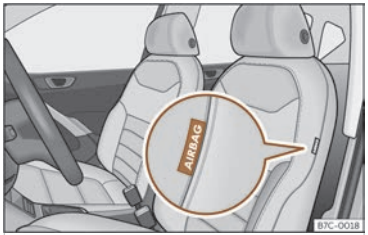
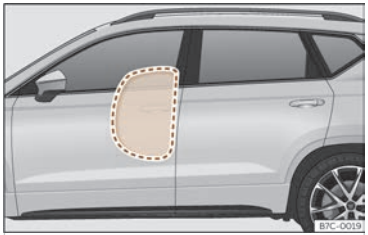

Fig. 26 Airbag lateral en el asiento del conductor.
Fig. 27 Airbag lateral completamente inflado en el lado izquierdo del vehículo.
Los airbags laterales están localizados en los respaldos de los asientos delanteros ››› **fig. 26** , ››› **fig. 27**.
- **Asegúrese de que los niños viajen sentados correctamente en sus asientos y no sitúen la cabeza en la zona de despliegue de los airbags laterales ››› fig. 27, ya que, en caso de dispararse los airbags, estos podrían golpearles y provocarles lesiones graves.**